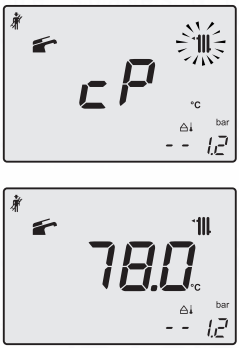

Fig. 9.25
- Press key 18 to vary the output in chimney sweep mode: when the LCD display displays the letters **cP** that alternate with the heating water temperature value (e.g.**78**), the "chimney sweep function" is at maximum (eventually range rated) output in heating mode (Fig. 9.25).